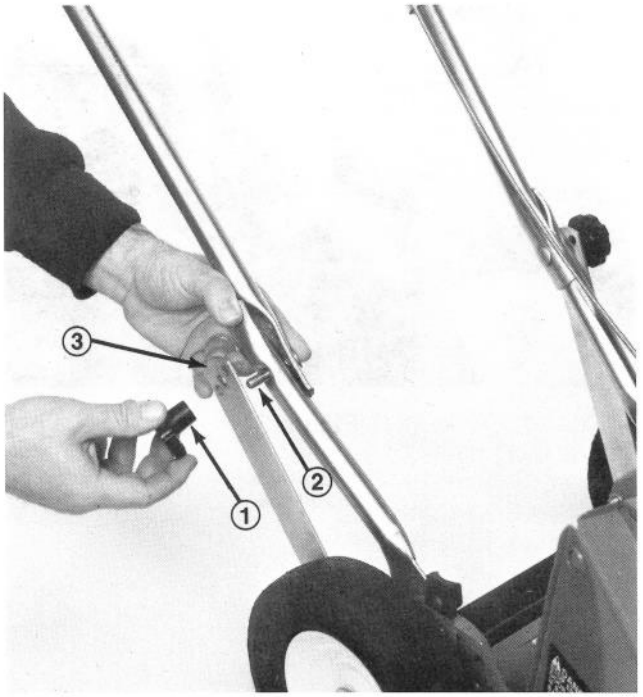

Figure 2
2. Loosen one knob and remove other knob from opposite side. Align threaded stud with hole in handle latch (Fig. 2), spring latch inward and allow latch to slip over stud.